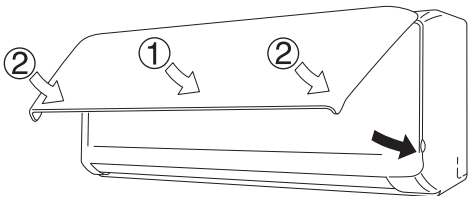

Afb. 3-18
(6) Breng de bovenkant van het antischimmelfilter in en zet vervolgens de onderkant van het filter vast met de uitsteeksels van de unit.
(7) Druk bij het sluiten van het voorpaneel het middelste deel eerst aan tot dit vastklikt en daarna de rechter en linker onderhoeken. (Afb. 3-18)